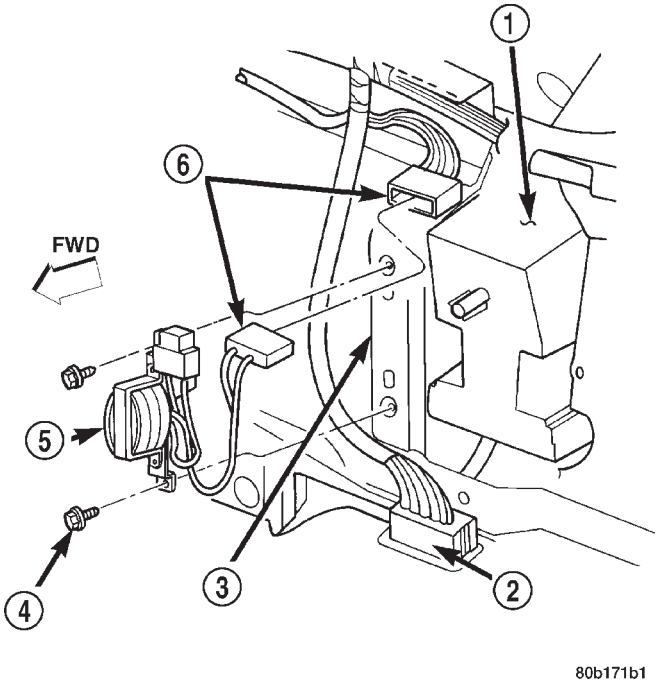

Fig. 6 Filter, Choke, and Speaker Relay Remove/ Install
(1) Disconnect and isolate the battery negative cable.
(2) Reach under the driver side of the instrument panel near the 16-way data link connector and inboard of the ash receiver to access the filter, choke, and speaker relay (Fig. 6) .